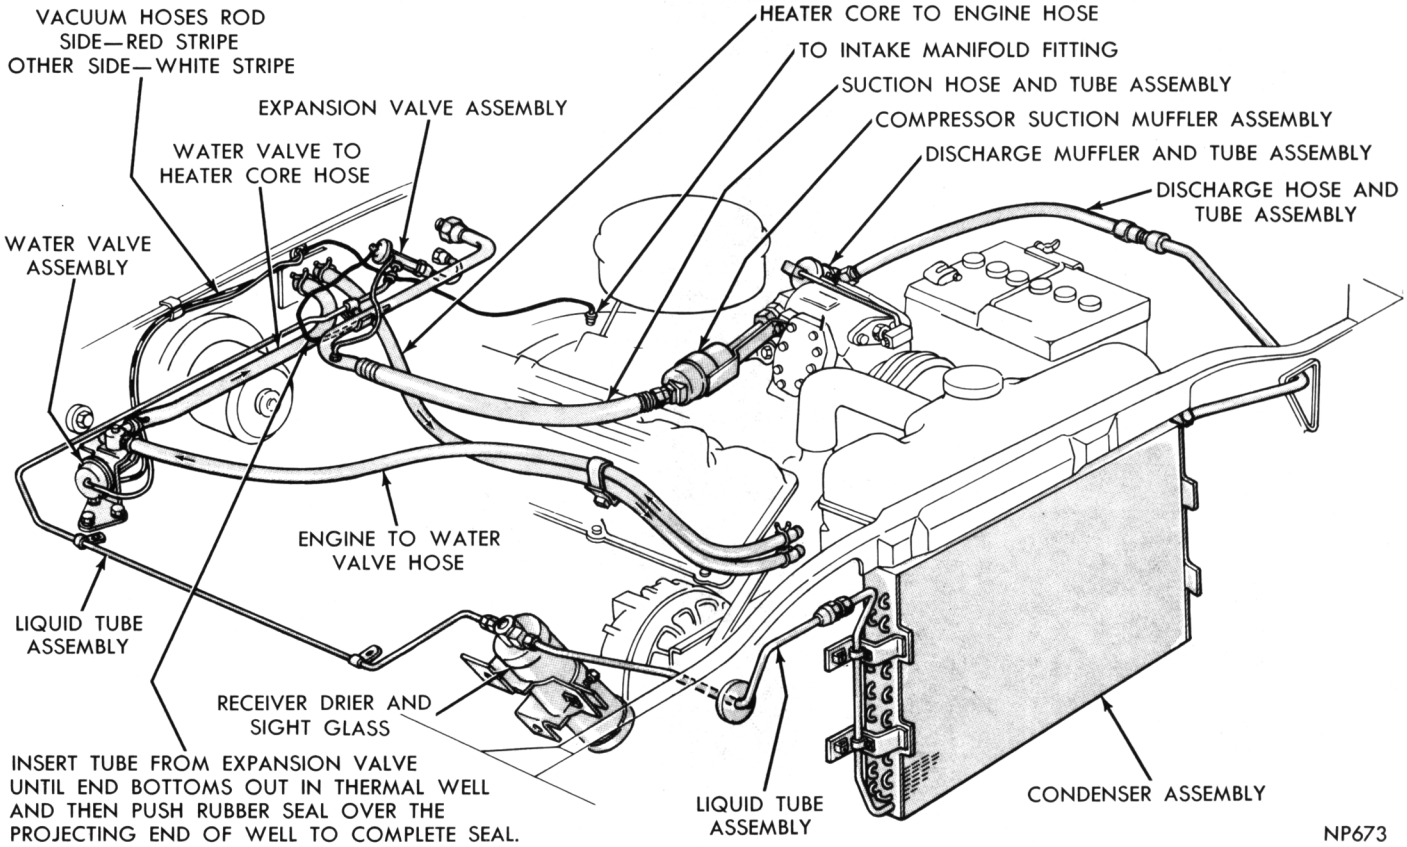

Fig. 89—Air Conditioning and Heater Plumbing (Valiant) 225 Cu. In. Engine
(10) Position heater assembly on dash panel and secure heater support rod to the fresh air duct and the screw to the evaporator assembly.
(11) Install electrical wires to resistor block, vacuum hoses to fresh air-recirculating actuator (red stripe to rod side) and heater core ground wire.
(12) Install right defroster tubing, glove box assembly and air outlet assembly.
(13) Install heater hoses, (Figs. 89 and 90), fill cooling system, connect battery terminal and install air cleaner.
(14) Start engine, operate until normal engine operating temperature is obtained and test operation of heater assembly.